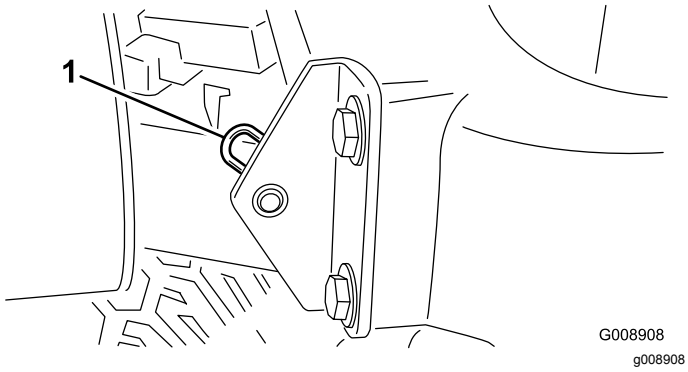

Figur 48
2. Fjern låseclipsen, der fastgør motorhjelmens drejetap til monteringskonsollerne (Figur 48).